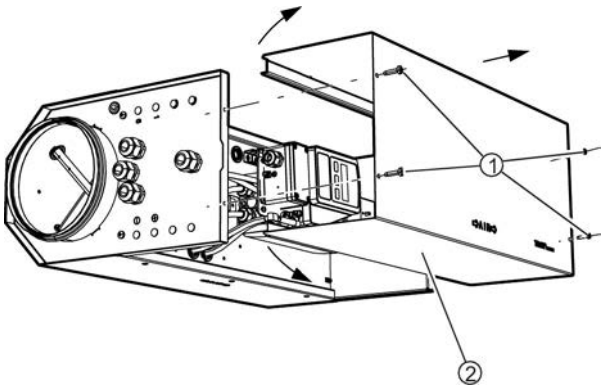

Fig. 10: Opening the casing
1. Unscrew and remove 4 screws (Fig. 10/1) using a Phillips screwdriver.
Press both side parts (Fig. 10/2) of the cover slightly outwards using a screwdriver.
3. Fix and tighten it with 4 screws (Fig. 10/1) using a Phillips screwdriver.